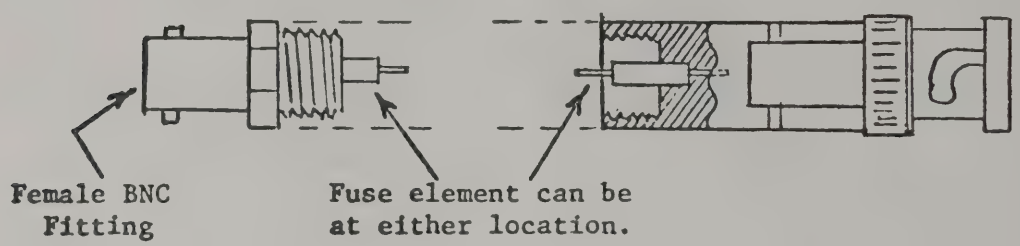

Figure 4-1. RF Fuse Disassembly
c. After the BNC female fitting has been removed, the fuse element will be available for removal from either portion of the fuse assembly, see Figure 4-1. Remove the fuse element by hand or with pliers.